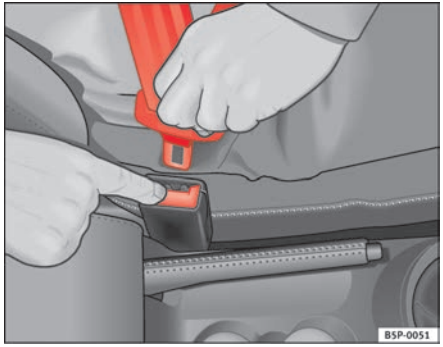

**Fig. 16 Removing latch plate from buckle**
– Press the red button on the belt buckle ⇒ fig. 16. The latch plate is released and springs out ⇒ ⚠.